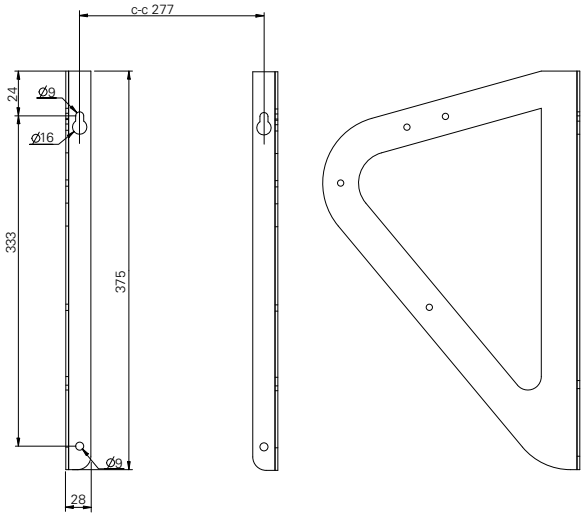

Fig. 2
1. Просверлите 4 отверстия в стене на расстояниях, указанных на рис. 2 на стр. 2.